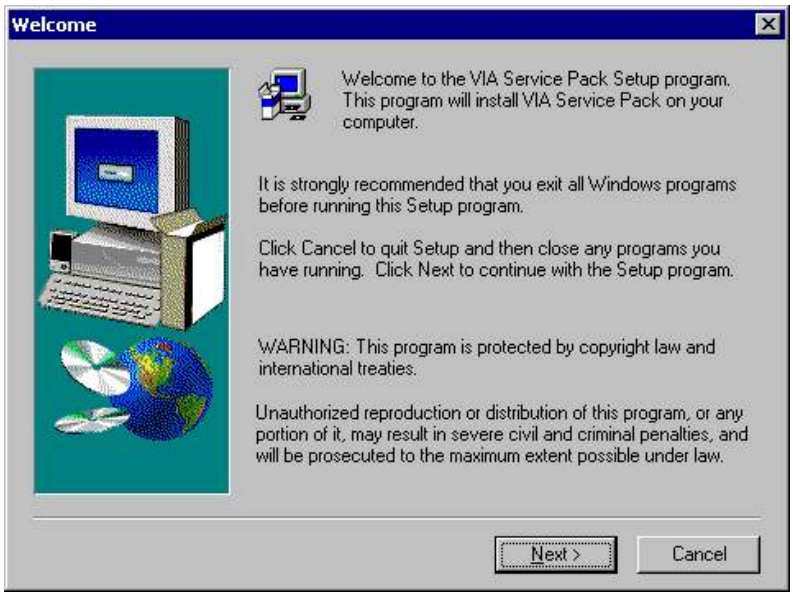

图 4-2-1
1、运行 X:\VIAMB\4IN1\Setup.exe，开始安装驱动，出现欢迎画面，点击“ Next ”继续（如图 4-2-1）。